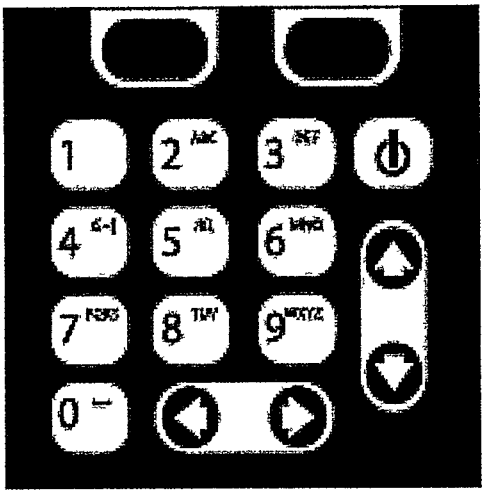

Figura 1. Teclado alfanumérico.
O teclado consiste em dezessete (17) teclas exibidas na superfície superior do aparelho. Todas as informações necessárias para a realização dos testes pode ser digitada usando o teclado alfanumérico (Figura 1).